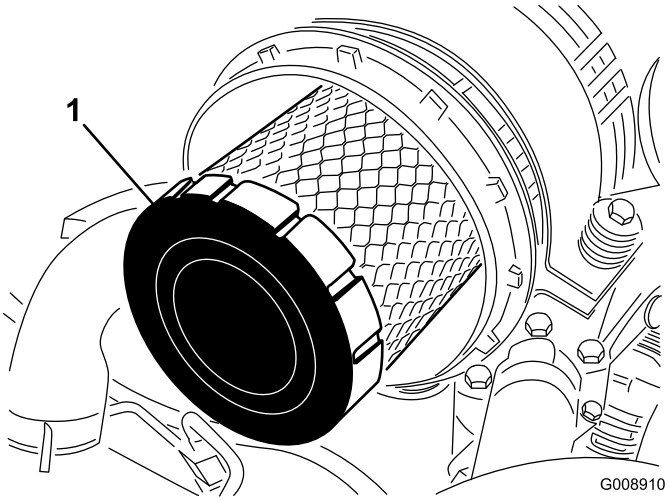

Rysunek 63
4. Wymień wkład filtra (Rysunek 63).